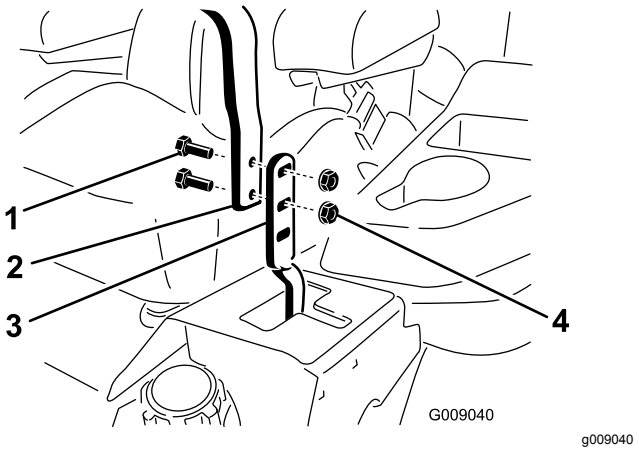

**Figur 87**
3. Lossa skruvarna och flänsmuttrarna som är monterade i reglagen (Figur 87).